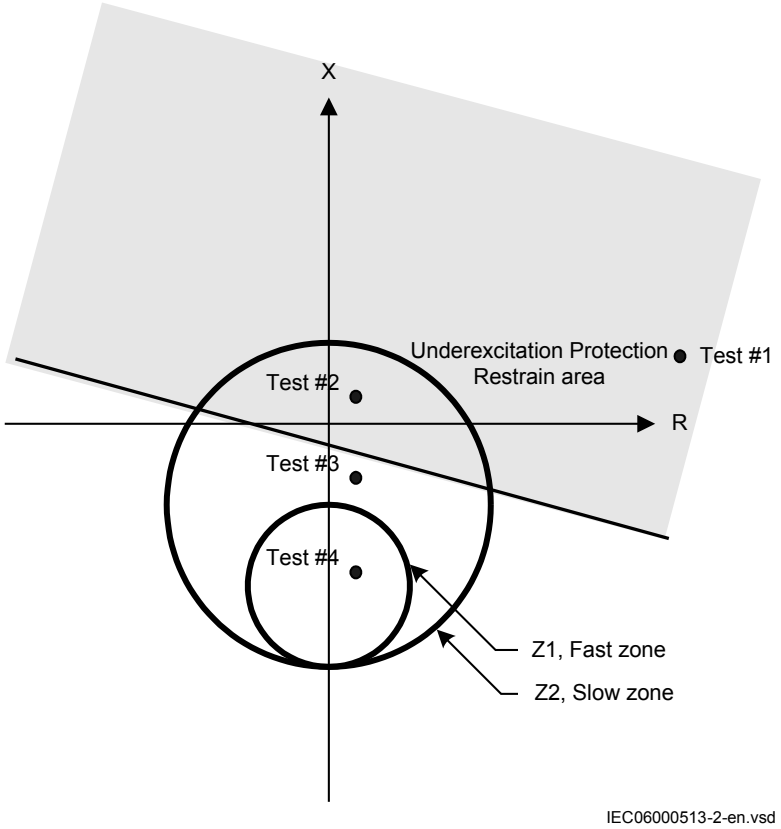

Figure 39: Testing current and voltage corresponding to the apparent impedance
1. Feed the IED with current and voltage corresponding to the apparent impedance: Test #1, as shown in figure 39. Read the analog outputs for R and X and check that this reading corresponds to the injected impedance. No pickup or trip signals shall be activated.
2. Feed the IED with current and voltage corresponding to the apparent impedance: Test #2, as shown in figure 39. Read the analog outputs for R and X and check that this reading corresponds to the injected impedance. No pickup or trip signals shall be activated.
3. Feed the IED with current and voltage corresponding to the apparent impedance: Test #3, as shown in figure 39. Read the analog outputs for R and X and check that this reading corresponds to the injected impedance. The signals PICKUP and PU_Z2 shall be activated instantaneously and the signals TRIP and TRZ2 shall be activated after the set delay *tZ2*.
5. Feed the IED with current and voltage corresponding to the apparent impedance: Test #4, as shown in figure 39. Read the analog outputs for R and X and check that this reading corresponds to the injected impedance. The signals PICkUP, PU_Z2 and PU_Z1 shall be activated instantaneously and the signals TRIP, TRZ2 and TRZ1 shall be activated after the different set time delays.